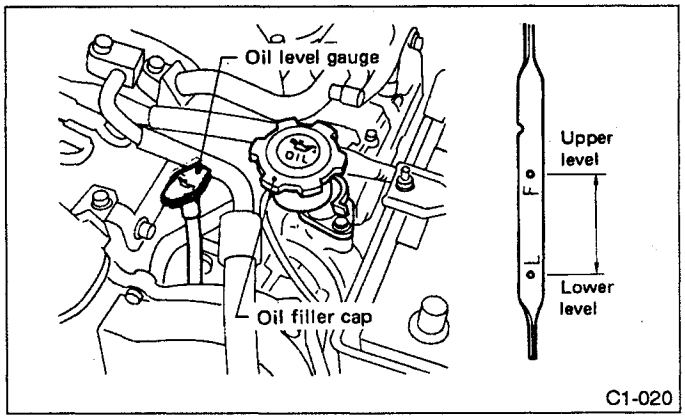

Fig. 5
4) Remove level gauge again, and check to ensure that oil level is between F and L marks on gauge rod. If the engine oil level is below the "L" line, add oil to bring the level up to the "F" line (Fig. 5).